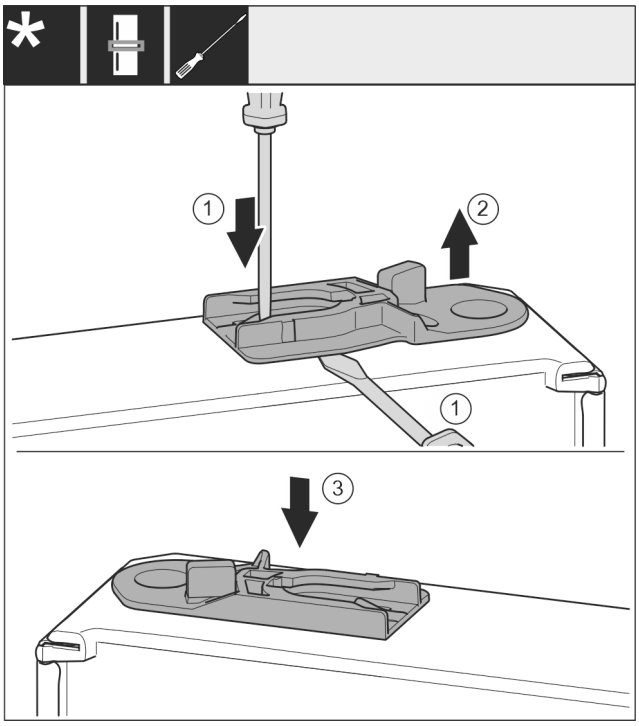

Fig. 26
- ▶ Pull out the guide bush: Press the tab *Fig. 26 (1)* with a flat-blade screwdriver and at the same time move the flat-blade screwdriver under the guide bush *Fig. 26 (2)*.
- ▶ Insert the guide bush *Fig. 26 (3)* supplied on the other side of the housing.